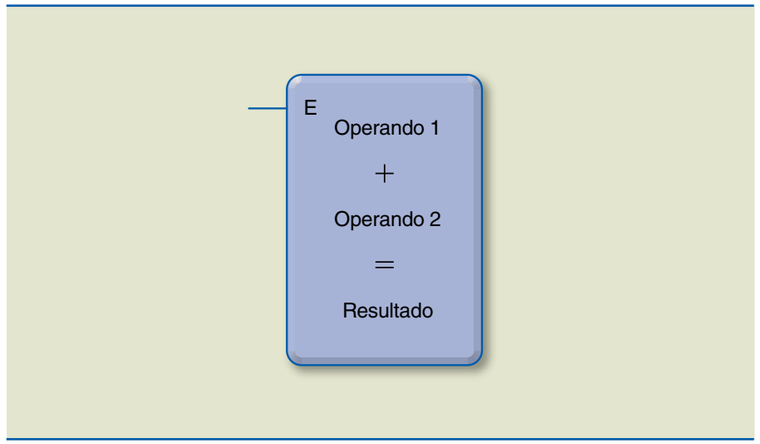

Figura 5.63
Quando essa instrução é habilitada por meio da entrada (E), executa-se a soma dos operandos (OPR1 + OPR2), colocando o resultado em RES, conforme demonstra a figura 5.63.